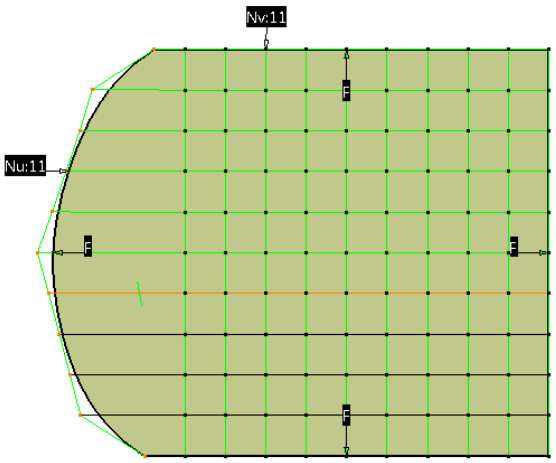

Figure 18-65 *The surface after dragging the corner control point*
2. Select the corner point and drag it inward in the surface; the surface after dragging the corner point is displayed, as shown in Figure 18-65.